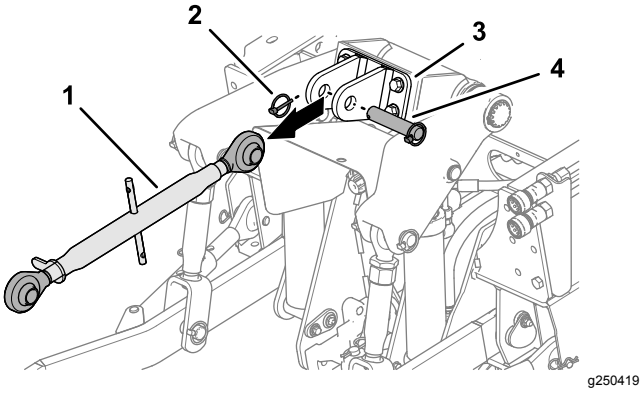

Рисунок 10
3. Извлеките шплинт с кольцом, шплинтуемый штифт и верхнюю тягу 3-точечного сцепного устройства (если они установлены) из кронштейна верхней тяги (Рисунок 10).